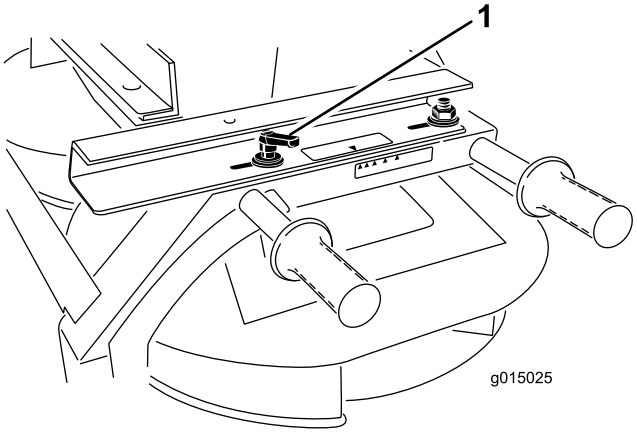

Rysunek 43
1. Zwolnij uchwyt z każdej strony podwójnego rozrzutnika (Rysunek 43).